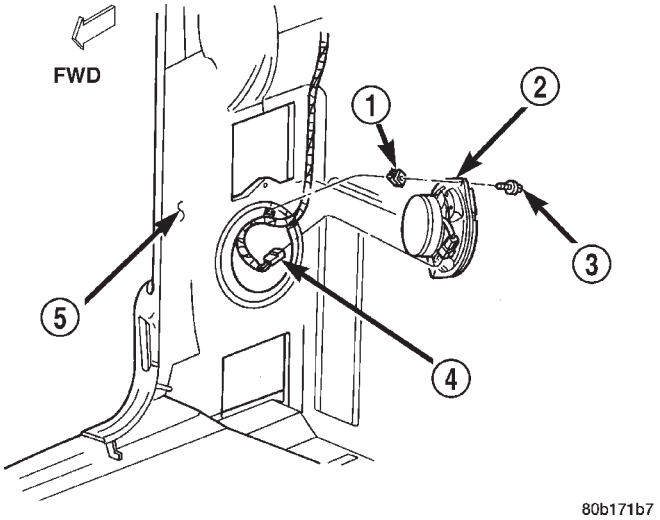
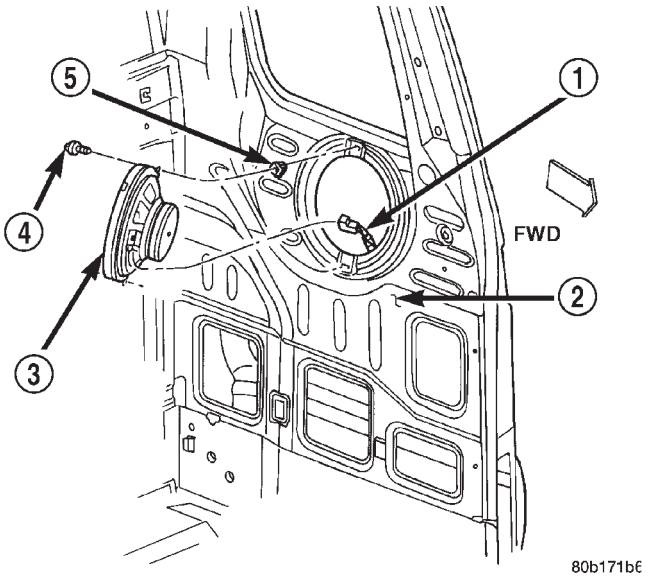

Fig. 20 Rear Speaker Remove/Install - Standard Cab
Fig. 21 Rear Speaker Remove/Install - Club Cab
(1) Disconnect and isolate the battery negative cable.
(2) Remove the trim from the rear cab side panel. Refer to Body, Interior for the procedures.
(3) Remove the two screws that secure the speaker to the cab side inner panel (Fig. 20) or (Fig. 21).